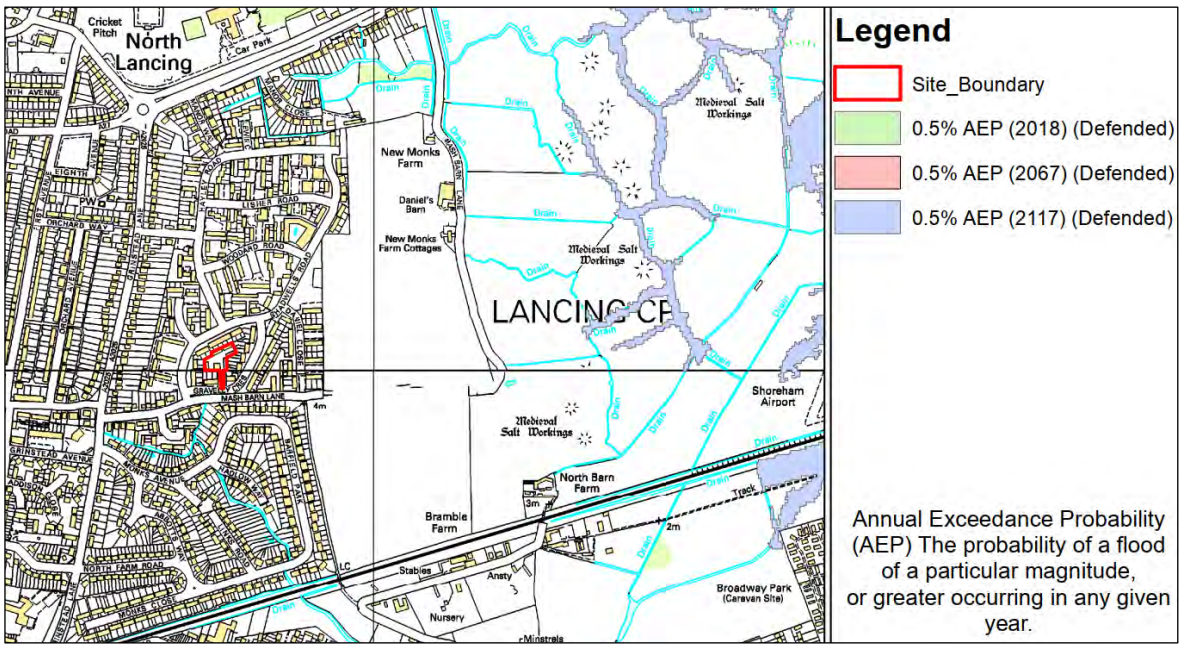

Figure 5.1 Extract of the EA Product 4 Flood Data.
5.3 The EA flood data also includes the 2018 defended Arun to Adur Coastal Tuflow Model which considers the flood defences. This mapping, shown in Figure 5.1 below, demonstrates that the site does not flood for the modelled 2117 horizon. This modelling does not include the further recently completed flood defences as part of the nearby New Monks Farm development and the site is therefore considered to be at a low risk of tidal flooding in the defended scenario.